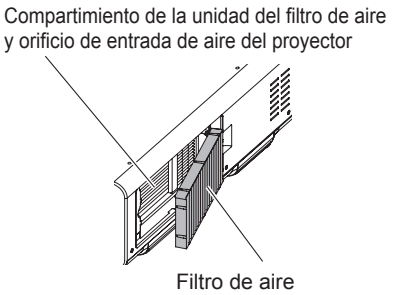

Figura 3
- Después de extraer la unidad del filtro de aire, quite los cuerpos extraños de gran tamaño y el polvo del compartimiento de la unidad del filtro de aire y del orificio de entrada de aire del cuerpo del proyector, si los hubiera. **(Figura 3)**